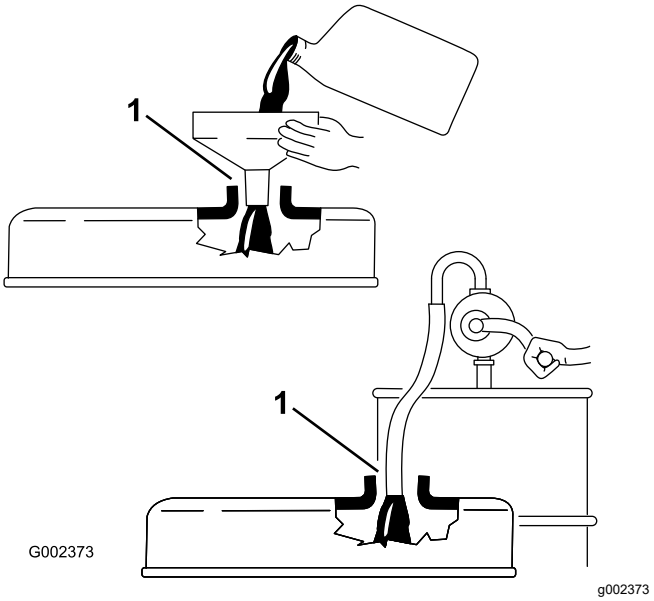

**Bild 36**
***Wichtig:*** **Beim Auffüllen von Motoröl oder Einfüllen von Öl muss ein Abstand zwischen dem Öleinfüllgerät und dem Öleinfüllstutzen in der Ventilöffnung bestehen; siehe Bild 36. Dieser Abstand ist für die Belüftung beim Einfüllen erforderlich und verhindert, dass Öl in den Entlüfter überläuft.**